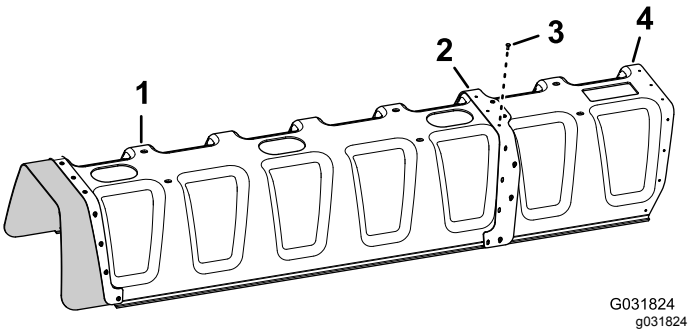

Rysunek 150
4. Zamocuj przedłużenie pokrywy do pokrywy sekcji 11-dyszowej (Rysunek 150) używając 11 nitów zamykanych trzpieniem (część Toro nr 114439).